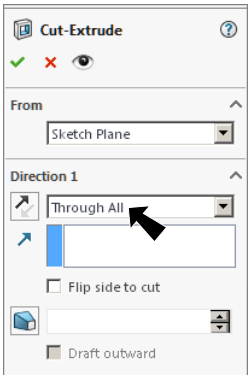

Fig. 39
Step 11. In the Cut-Extrude Property Manager: under Direction 1, **Fig. 39**